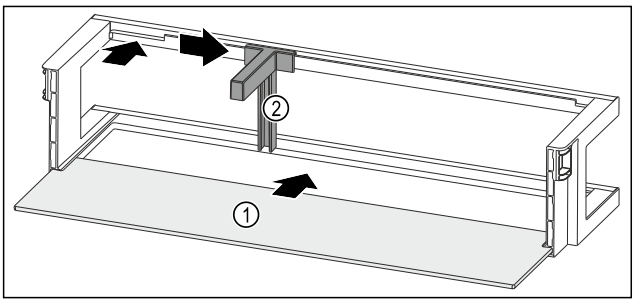

Fig. 204 Türabsteller mit Abstellfläche
▶ Abstellfläche *Fig. 204 (1)* in die seitlichen Aussparungen einschieben.
▶ Flaschenhalter *Fig. 204 (2)* in die Aussparung einsetzen.
▶ Flaschenhalter *Fig. 204 (2)* in gewünschte Position zur Seite schieben.